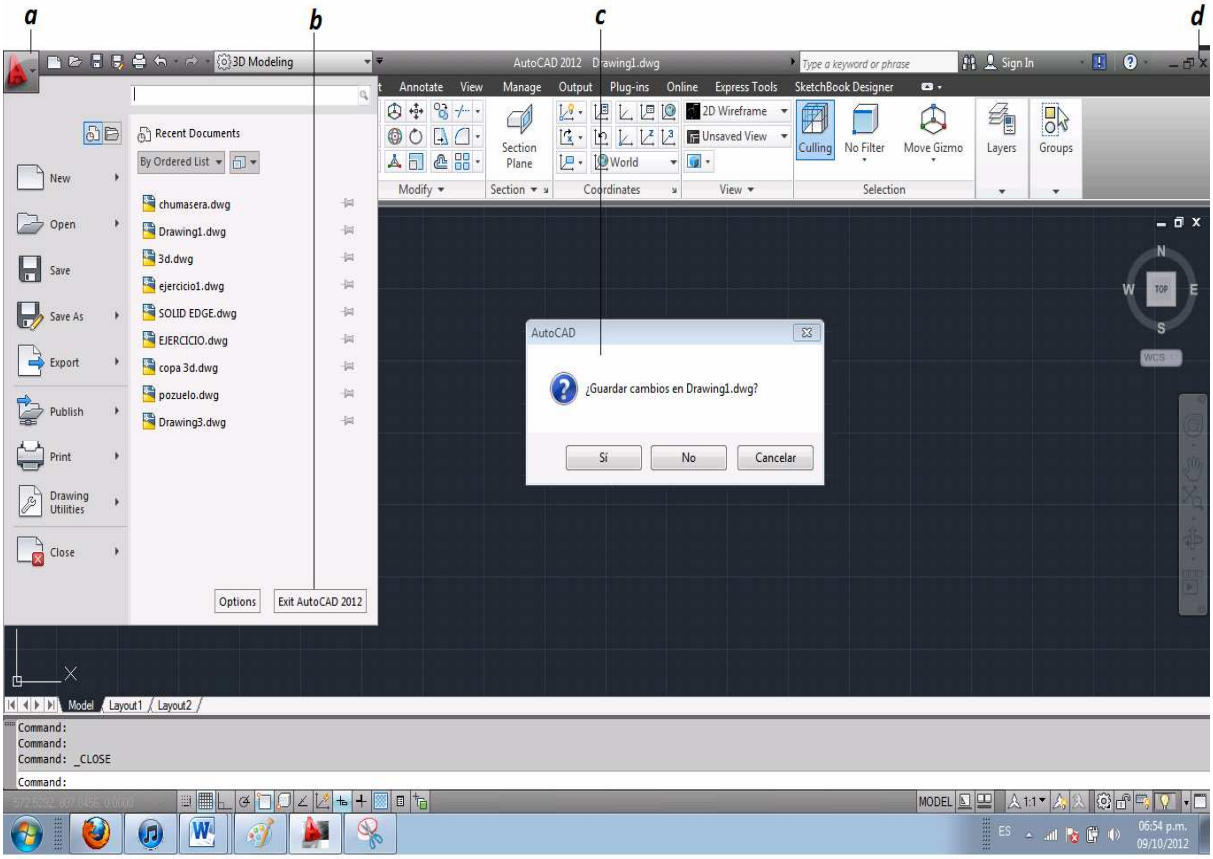

Figura 3.2. Cerrando AutoCad 2012.
a. Clic en el menú de búsqueda *(figura 3.2)*.
b. Clic en el botón *Exit AutoCAD 201 (figura 3.2)*.
c. Posteriormente aparecerá una recuadro el cual pregunta si se desa guardar el dibujo actual y se selecciona la opción *deseada (figura 3.2)*.
También se puede dar clic en la parte superior izquierda *(figura 3.2 "d")* como se hace comúnmente en la paquetería office, al seleccionar esta forma de cerrar el programa, también aparece el recuadro que pregunta si se desea guardar los cambios.